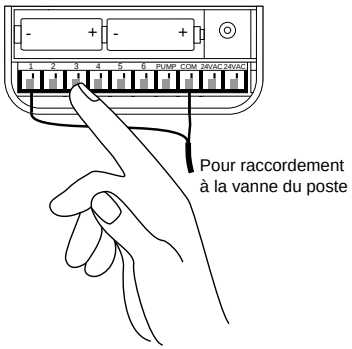

FIGURE 26 : Raccordement des vannes
- Il peut être nécessaire d'ouvrir la borne pour introduire ou retirer le fil. Pour ce faire, il suffit de repousser vers le haut la patte située au-dessus de la borne **[voir la figure 26].**
- Raccordez le fil commun sur la borne identifiée **COM [voir la figure 26].**